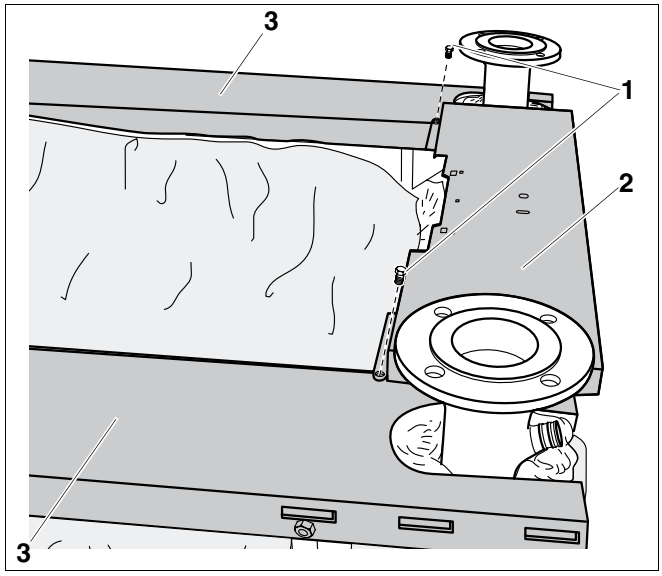

Рис. 56 Установка передней крышки котла
- Уложить переднюю крышку (рис. 56, **поз. 2**, обшивка, упаковка A) и прикрепить двумя винтами с плоской головкой 3,9 x 9,5 (рис. 56, **поз. 1**) к боковым крышкам котла (рис. 56, **поз. 3**).